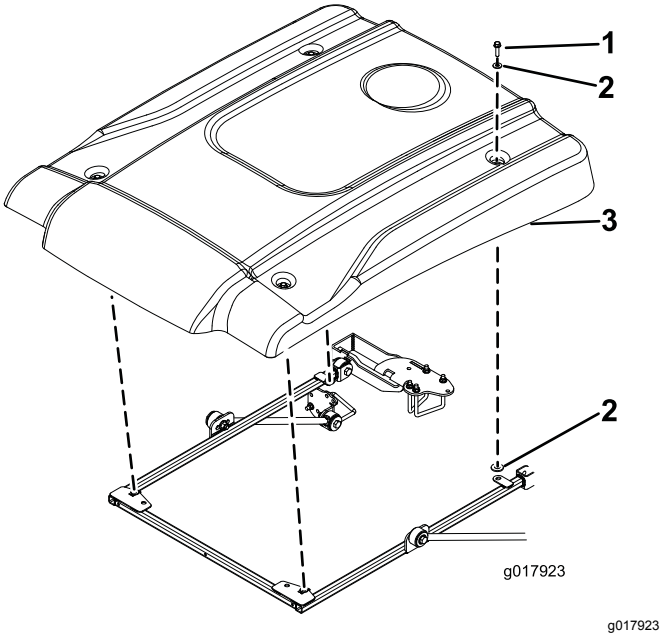

Figura 4
11. Ao alinhar os furos de montagem, posicione o toldo na estrutura como se mostra na Figura 4.
12. Monte, sem apertar completamente, cada canto do toldo na estrutura com um parafuso de cabeça flangeada (5/16 pol. x 1¼ pol.) e duas anilhas pequenas (Figura 4).